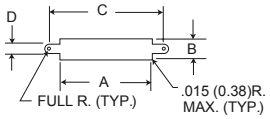
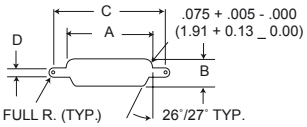

**Figure 1**
**Figure 3**
2. Front mounting is preferred. However, when rear mounting is necessary, use figure 3 for dimensions.
5. Front mounting (Figure 1) and rear mounting (Figure 3) accommodate #2-56 screws.